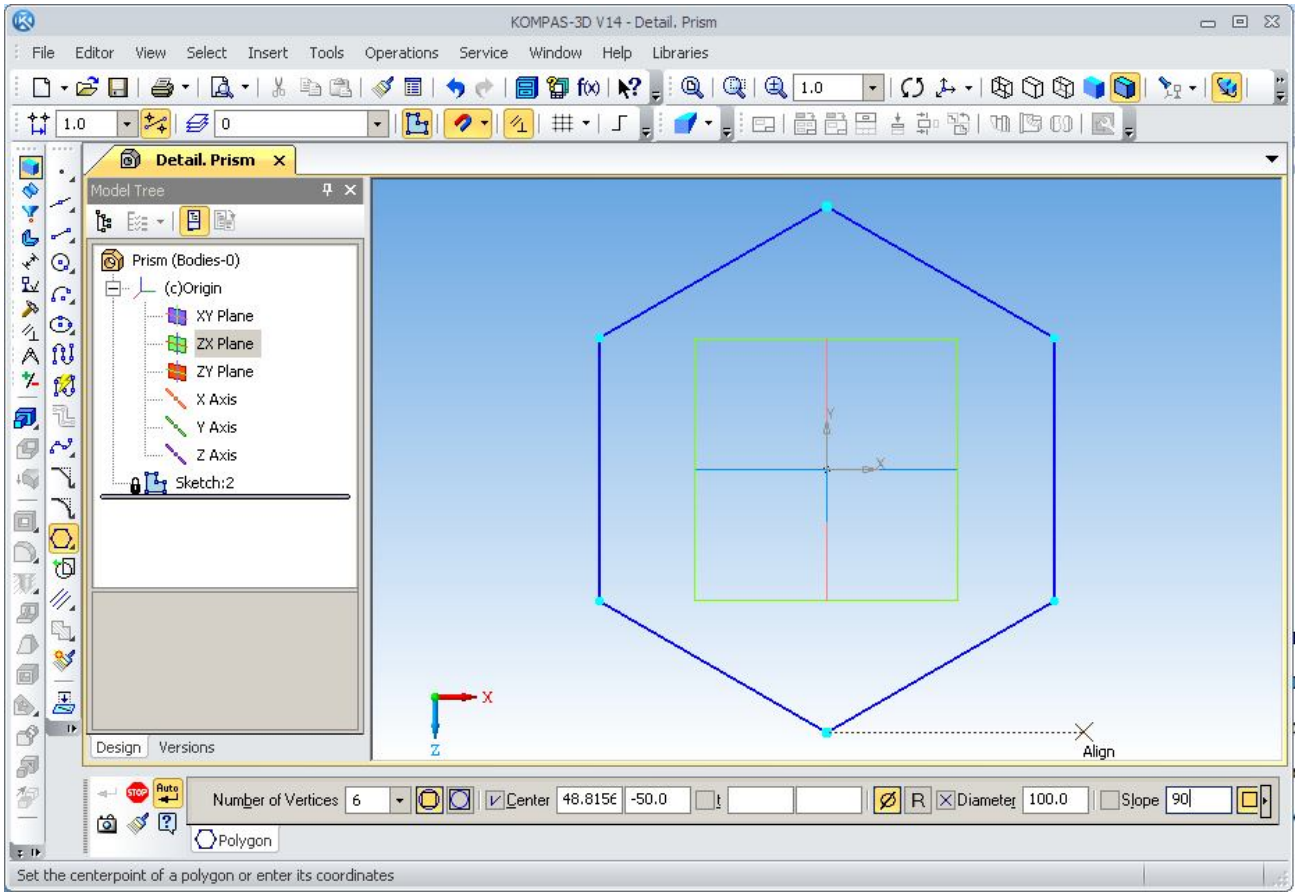

Figure 1.9 – Sketch of the part
2. Press Sketch (Enable/Disable Sketch) and the system switches to build and edit the circuit grounds. In this mode, change the set of buttons on the Control Panel, the Toolbar and the composition of the Current Status Bar, which takes the form corresponding work in 2D modeling (Fig. 1.9).